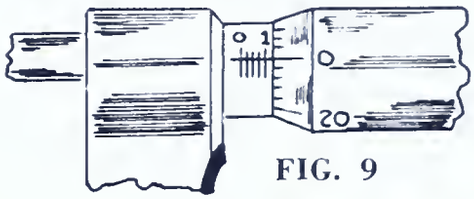

FIG. 9 .125
5. Turn the thimble one more revolution. See Fig. 9. This reading is .125. The next line farther would be .150, then .175, then .200, then .225, etc.